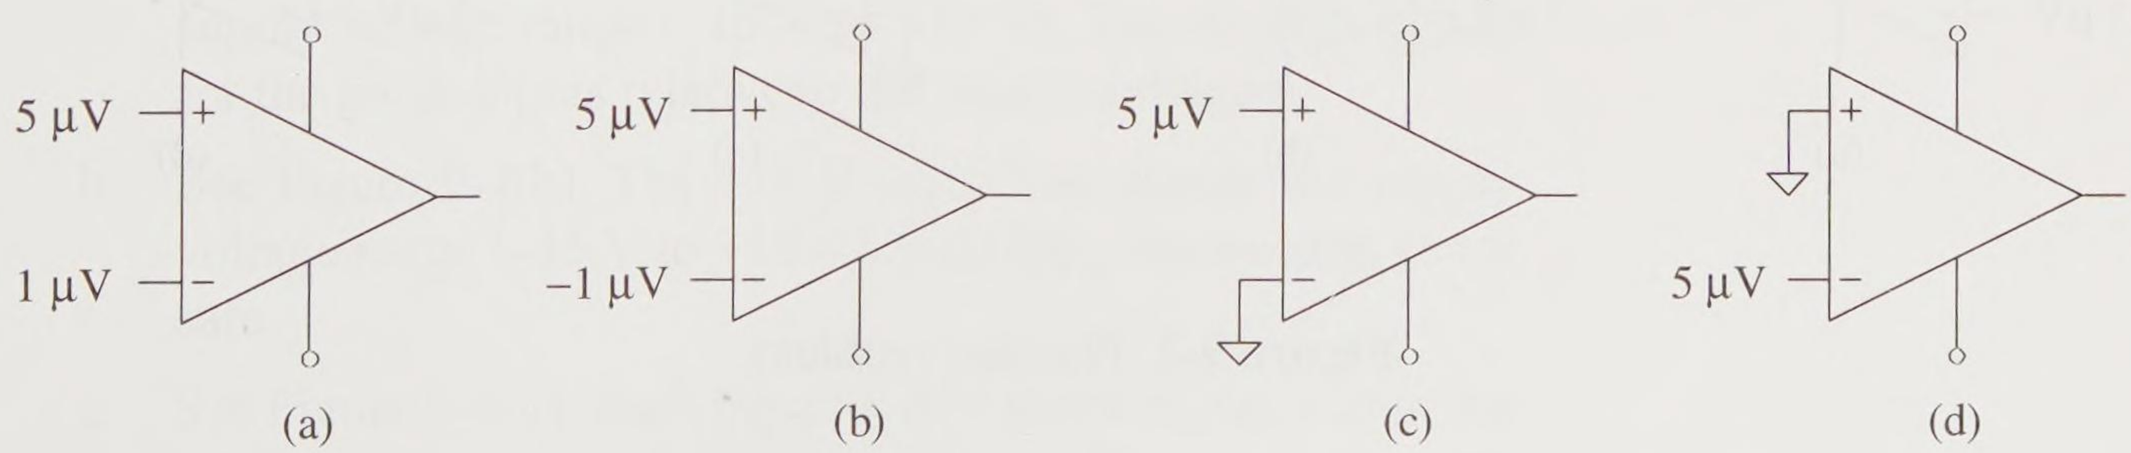

Figure 9-2 Example op amp inputs
For each of the op amps shown in Figure 9-2, find the net op amp input voltage V_{error}.
Figures 9-2(a) and 9-2(b) have dual inputs (input voltages on both the input terminals). Figures 9-2(c) and 9-2(d) have a single ended input and require the other input terminal to be connected to common (0 V).
a. See Figure 9-2(a).
b. See Figure 9-2(b).
c. See Figure 9-2(c).
d. See Figure 9-2(d).